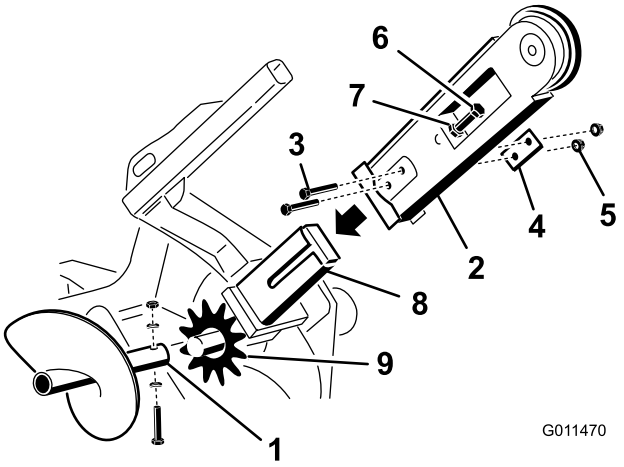

Figur 4
2. Lossa skruven, två sadelbrickor och muttern som håller fast matarskruven och ta bort den (Figur 4). Spara fästdonen till senare.
3. Lossa de två skruvarna, muttrarna och de dubbla brickorna från grävarmens sidor (Figur 4).
4. Lossa justeringsskruven och kontramuttern (Figur 4).